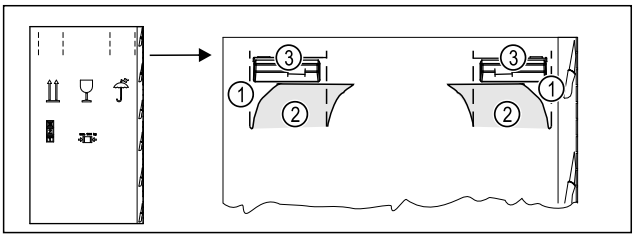

Fig. 4
- ▶ Iespiediet iepakojuma kartonu augšā pie perforējuma *Fig. 4 (1)*.
- ▶ Izvelciet iespiestās plāksnītes *Fig. 4 (2)*.
- ▷ Labajā un kreisajā pusē ir redzams pārvietošanas rokturis *Fig. 4 (3)*.
- ▶ Turiet ierīci aiz pārvietošanas rokturiem *Fig. 4 (3)*.